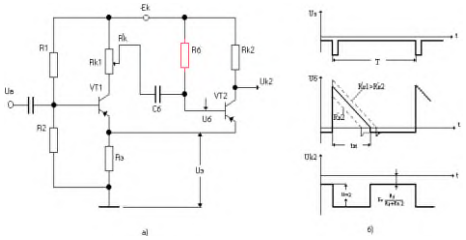

Рис. 1.9
21. Дать описание принципа работы одновибратора (рис.1.9а).